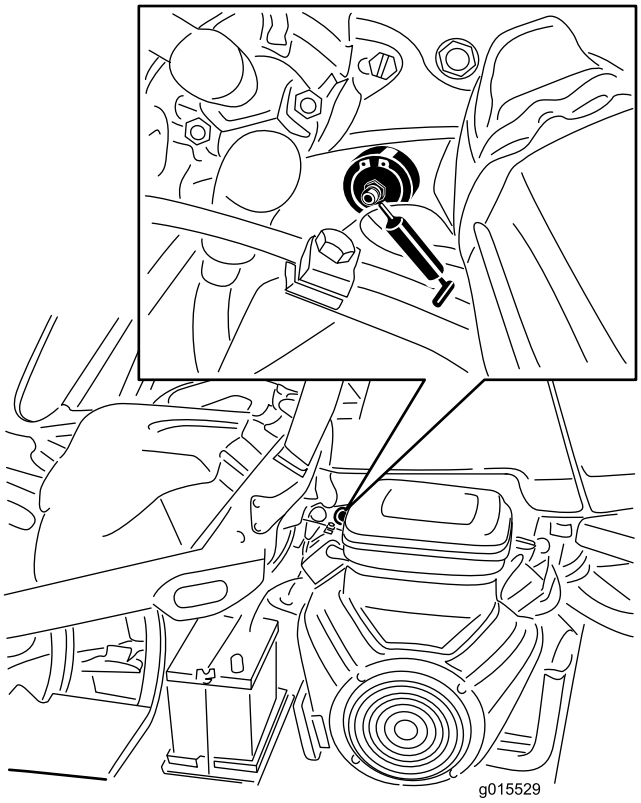

Figure 40
1. Essuyez le graisseur pour éviter que des impuretés ne pénètrent dans le roulement ou la bague (Figure 40).